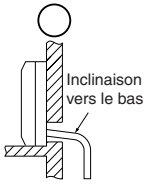

Fig. 1
- Veillez à acheminer la tuyauterie de vidange légèrement vers le bas afin que l'eau de vidange s'écoule aisément. (Fig. 1)